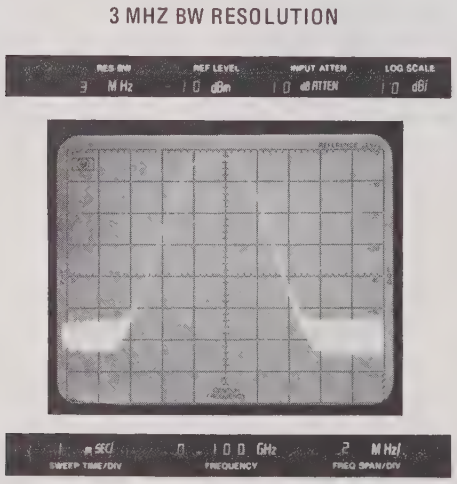

Figure 5-40. 321.4 MHz Bandpass Filter Alignment Spectrum Analyzer Display
n. Check 100 MHz signal on spectrum analyzer display has a symmetrical bandpass. A typical bandpass shape is shown in Figure 5-40. If bandpass symmetry is worse than shown in Figure 5-40, small adjustments of A37C1 through A37C4 should be performed to improve bandpass shape. However, do not sacrifice more than 1 dB of signal amplitude when adjusting for best bandpass shape (loss of signal amplitude reduces instrument sensitivity).